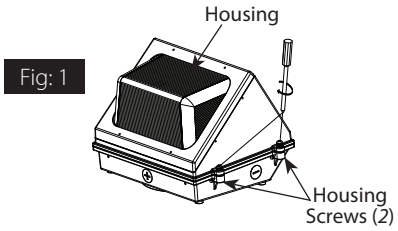

Fig: 1
1. Using a screwdriver loosen side **Housing Screws** (*2*) as shown in **Fig. 1.**